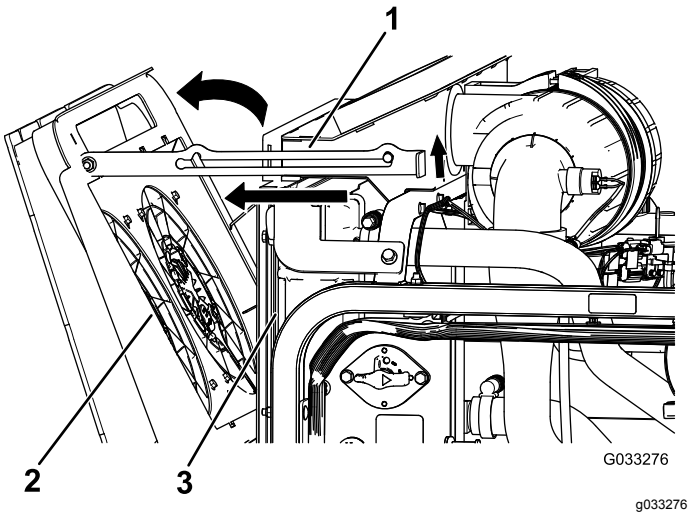

Figuur 120
2. Draai de koelventilators van de motor achter de radiateur en zet de steunstang in de inkeping (Figuur 120).